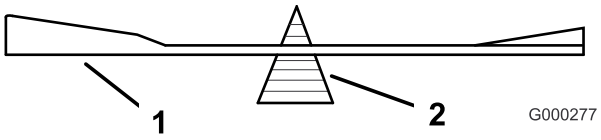
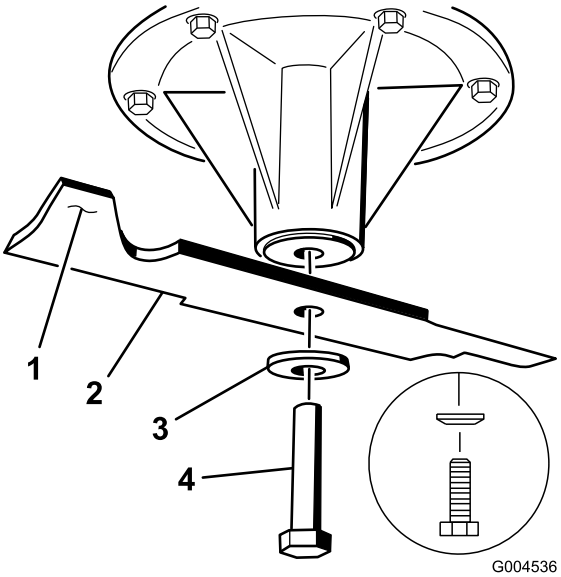

Figur 87
Figur 88
2. Fjern knivbolten, bueskiven og kniven fra spindelakselen (Figur 88).
2. Sjekk knivens balanse ved å legge den på en balanseringsinnretning (Figur 87). Hvis kniven holder seg i horisontal stilling, har riktig balanse og kan brukes. Hvis kniven ikke er i balanse, files litt av metallet på enden av vingeområdet bort (Figur 88). Fortsett med dette helt til kniven er balansert.
1. Monter kniven på spindelakselen (Figur 88).
2. Monter bueskiven og knivbolten. Bueskivekonusen må installeres mot bolthodet (Figur 88). Knivbolten trekkes til med et moment på 115–150 Nm.